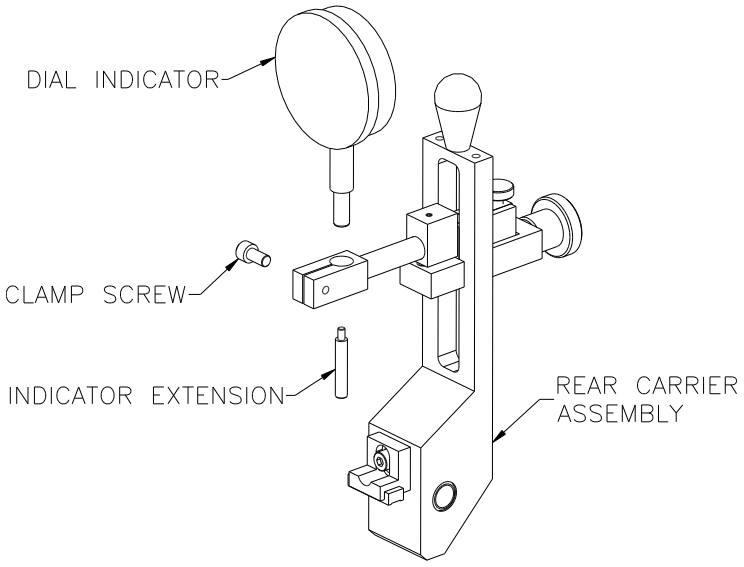
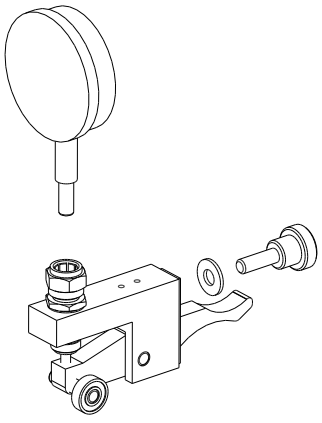

Figure 8. Rear Vertical Carrier with Dial Indicator
Figure 9. Roller Checking Attachment
6.0 Rear Vertical Carriers – (See Figures 8 and 9)
Some Concentricity Gage Models come standard with a Rear Vertical Carrier. These Carriers also offer various positions along the Z-axis, tilt-away for loading and unloading of parts and the option to use a Dial Indicator instead of a Test Indicator. The can be supplied in a variety of configurations. Figure 8 shows a standard Rear Vertical Carrier Assembly with a Dial Indicator Holder sub-assembly. The Carrier can also be provided with a Roller Checking Attachment (See Figure 9).